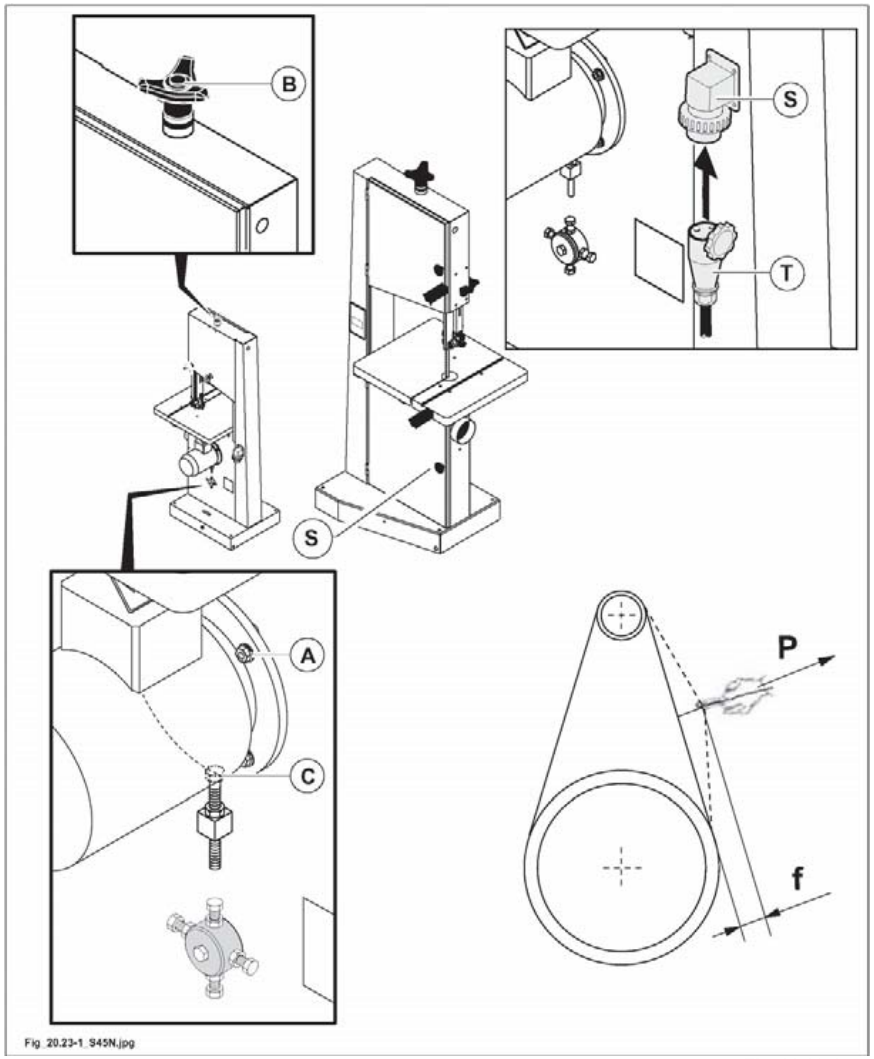

Fig. 20.23-1
before carrying out any of the operations make sure to cut the main electric power and disconnect socket (T fig. 20.23-1) from plug (S fig. 20.23-1).
Open the lower casing (S fig. 20.23-1) to access the belts and proceed as described below:
- Fully unloose the blade by means of handle (B fig. 20.23-1).
- Loosen the 4 motor fastening screws (A fig. 20.23-1).
In this condition you can tension the belt with the screw (C fig. 20.23-1).
- Tighten the 4 fastening (A fig. 20.23-1) screws of the motor after stretching.